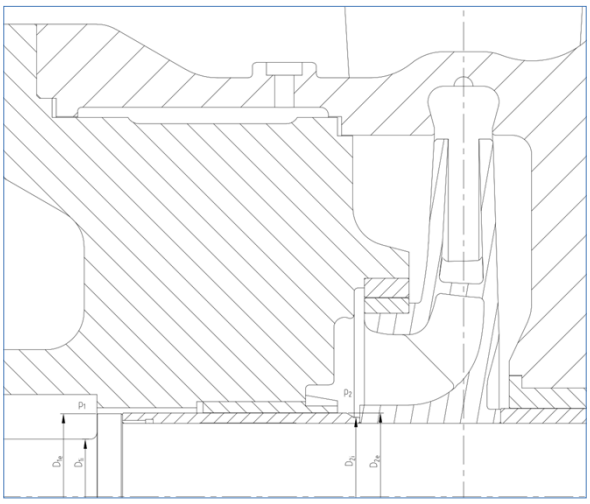

Figure 4.7: End bush in pump discharge side.
b. In case of back-to-back pumps, it is equal to the suction pressure of the first back-to-back stage impeller (refer to *Figure 4.7).*